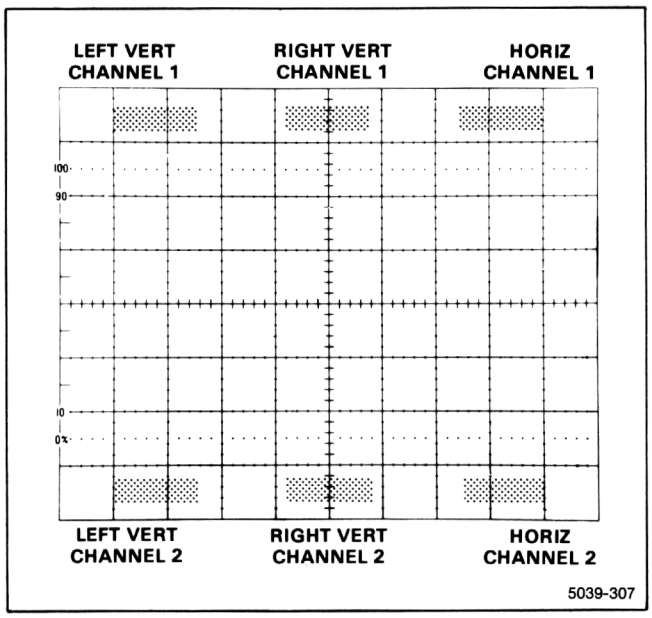
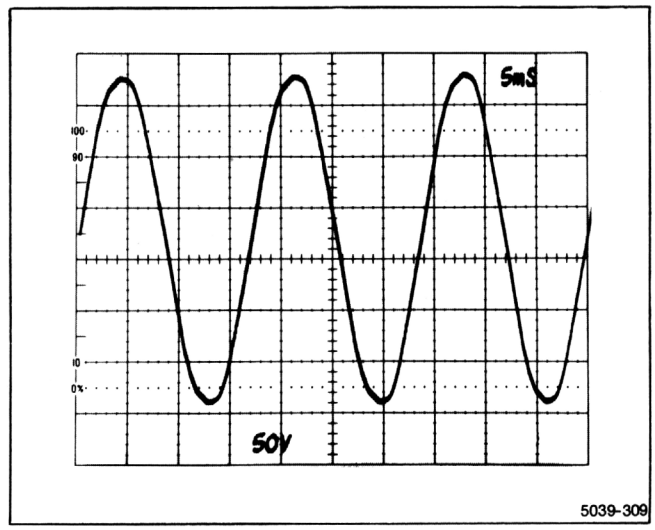

**Figure 3-12. Location of readout display on the crt identifying the originating plug-in and channel.**
**Figure 3-13. Typical readout display where only channel 2 of the Right Vertical unit is displayed.**
Frame—A display of all words for a given operating mode and plug-in combination. Up to eight words can be displayed in one frame. Figure 3-12 shows the position of each word in a complete frame.
Column—One of the vertical lines in the Character Selection Matrix (see Fig. 3-13). Columns C-0 (column zero) through C-10 (column 10) can be addressed by the system.
**Display Format.** Up to eight words of readout information can be displayed on the crt. The position of each word is fixed and is directly related to the plug-in unit where it originated. Figure 3-12 shows the area of the graticule where the readout from each plug-in unit is displayed. Notice that Channel 1 of each plug-in unit is displayed in the top division of the crt and Channel 2 is displayed directly below in the bottom division. Figure 3-13 shows a typical display where only Channel 2 of the Right Vertical unit is selected for display.
The Format Generator stage provides the output signals to the vertical and horizontal deflection systems of the instrument to produce the character display. The binary Channel Address Code from the Channel Counter stage is connected to this stage, so that the display from each channel is positioned to the area of the crt associated with the plug-in and channel originating the word (see Fig. 3-12). The positioning current or decimal point location current generated by the Decimal Point Logic and Character Position Counter stage is added to the Horizontal (X) signal at the input to the Format Generator stage to provide horizontal positioning of the characters within each word. The X- and Y-Readout signals are connected to the Horizontal Amplifier and Vertical Amplifier through the X- and Y-Buffer stages.